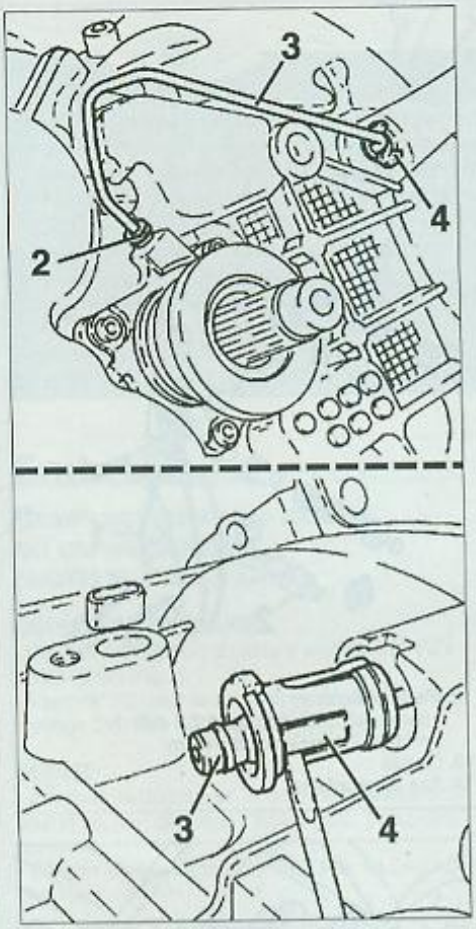

FIG. 8
• Dévisser le raccord (2) de la canalisation hydraulique (3) (Fig.8).